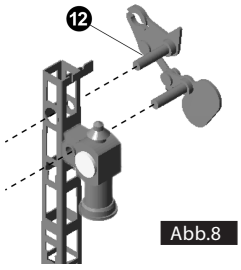

Abb.8
12. Setzen Sie nun vorsichtig die vormontierte Stellmechanik (12) von hinten in die entsprechenden Löcher des Mastes und der dort bereits eingeschobenen Laterne ein. Dabei ist die Achse, welche sich an der Blende befindet, in das Loch im Laternenkörper zu stecken (siehe Abbildung 8). Die andere Achse gehört in das runde Loch des Mastes.